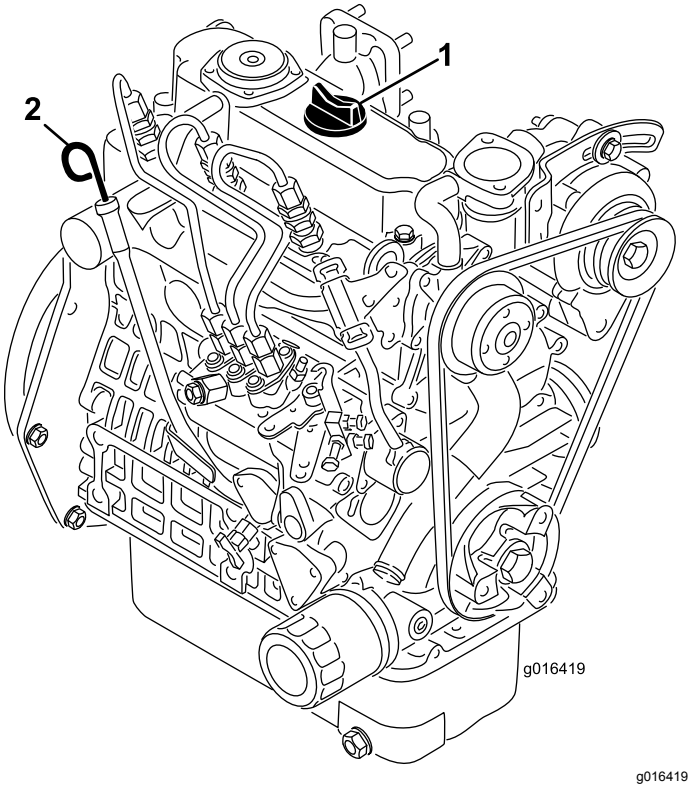

Figuur 35
2. Verwijder de peilstok en veeg deze af met een schone doek (Figuur 35).